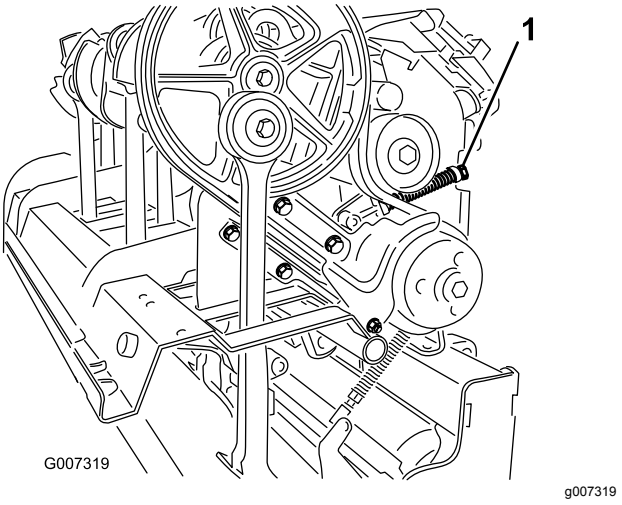

Figur 38
4. Løsne låsemutteren som fester fjærholderen (Figur 38), og roter fjærholderen for å utløse fjærspenningen til lederullen.